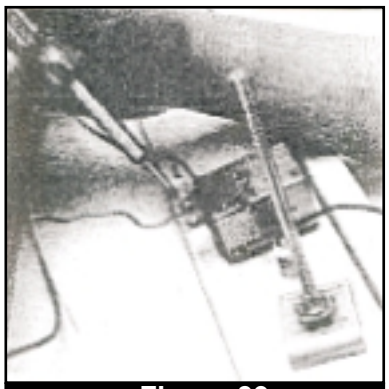

Figure 39
****NOTE:** The tops of the terminals should face down (toward actual top of the heating module). (Fig. 39)